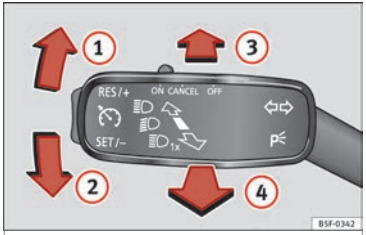

Fig. 133 Turn signal and main beam lever.
- Move the lever ››› **Fig. 133** up (1) or down (2).
- Press the lever ››› **Fig. 133** forward in the direction indicated by arrow (3).
- Pull the lever back to its original position in the direction indicated by arrow (4) to switch the main beam off.
- Pull the lever ››› **Fig. 133** towards the steering wheel (point of resistance) in the direction indicated by arrow (4).
– Move the turn signal lever ››› **Fig. 133** ››› **page 123** up or down to turn on the right or left-hand parking lights respectively.